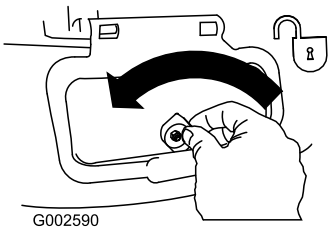

Figuur 32
1. Ontgrendel het deurtje van de zijafvoer (Figuur 32).